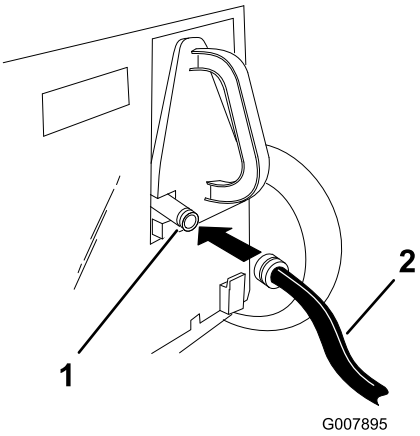

Figuur 21
3. Til de achterklep omhoog en bevestig de snelkoppeling aan de wasaansluiting van de maaimachine op de fijnmaakafsluiter (Figuur 21).